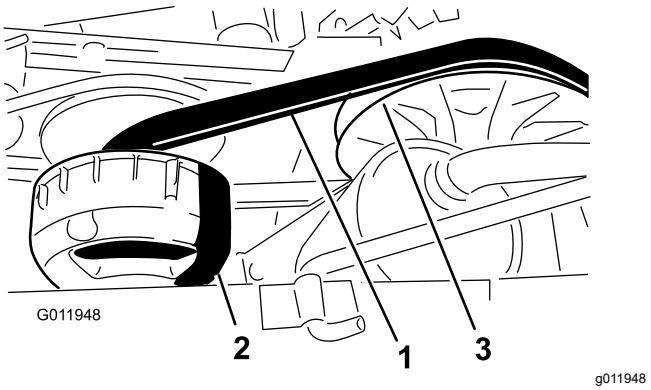

**Figuur 69**
4. Laat de riem (Figuur 69) ronddraaien en controleer deze op tekenen van overmatige slijtage of beschadigingen.
3. Laat de drijfriem over de secundaire koppeling ronddraaien (Figuur 69).
4. Verwijder de riem van de primaire koppeling (Figuur 69).
5. Lijn de nieuwe riem uit op de primaire koppeling (Figuur 69).
6. Laat de drijfriem over de secundaire koppeling ronddraaien (Figuur 69).